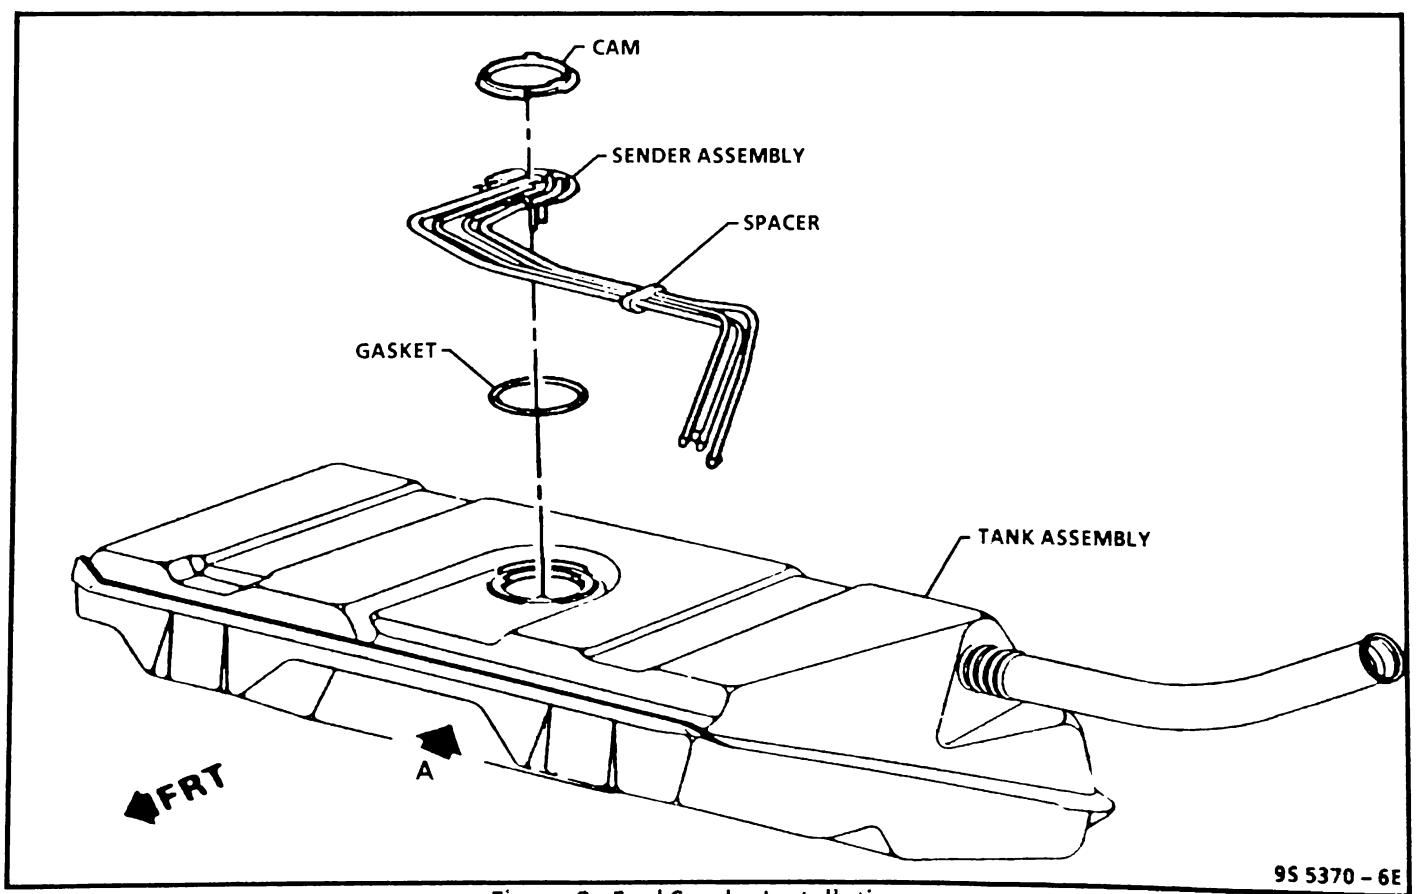

Figure 8 - Fuel Sender Installation
2. Always replace O-ring gasket when sending unit has been removed. See Figure 8.
3. Install fuel level sending unit and pump assembly into tank assembly. Use new O-ring during reassembly. See Figure 8.